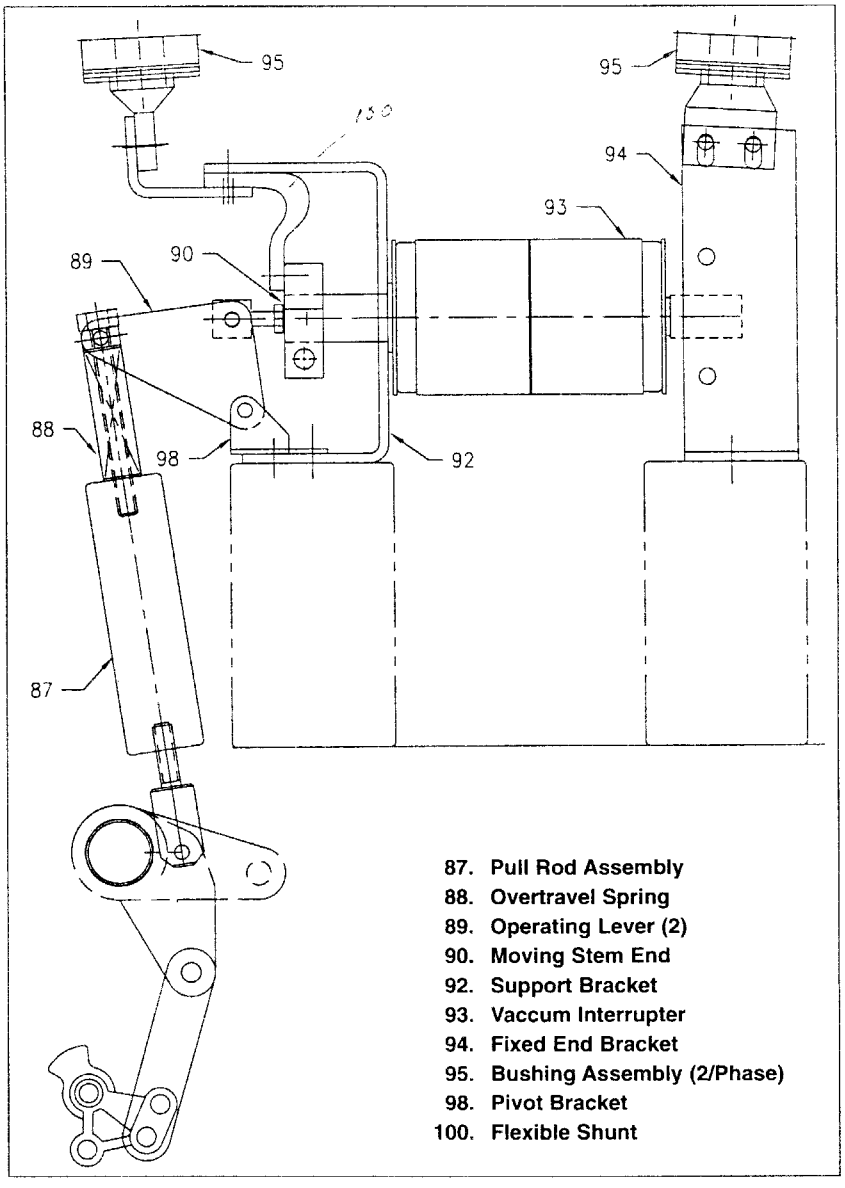

Figure 2. Mechanical Arrangement
c) Remove the "X" washer from the end of the hinge pin (106). To remove hinge pin, pull out on the contact block (103) with the interrupter stem until pin (106) can be removed. Remove pin and let interrupter contacts close.
d) Now loosen contact block nut (108) until free and the contact block (103) is free on the interrupter stem.
e) Remove fixed end bracket (94, Fig. 2) from bushing (95, Fig. 2) and from the stand off insulator.
k) Install the fixed end bracket (94, Fig. 2) to bushing (95, Fig. 2), the new interrupter's fixed stem and the stand off insulator.